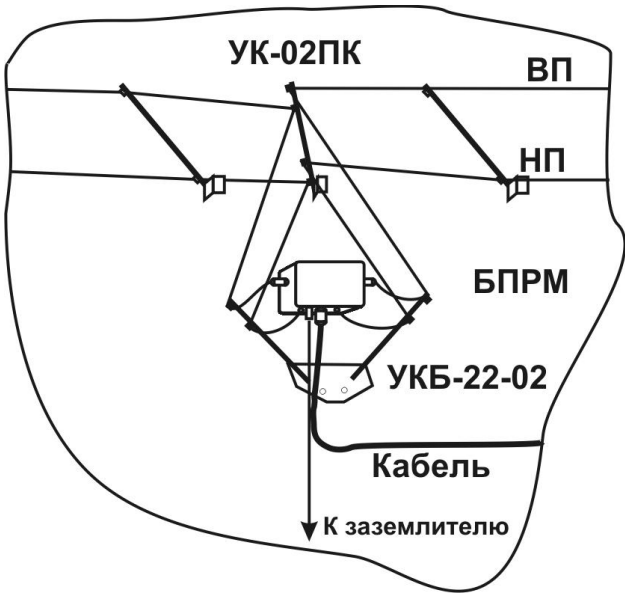

Рис. 10.12
10.1.6 При двухфланговом варианте установки, БПРМ монтируется на удобной для настройки и обслуживания высоте (см. рис.10.12). НП выбирается изолированным (ЧЭ-1 или ЧЭ-3) или неизолированным (ЧЭ-2). Если ВП и НП выбираются неизолированными, необходимо следить, чтобы они не касались корпусов блоков и других электропроводных предметов.